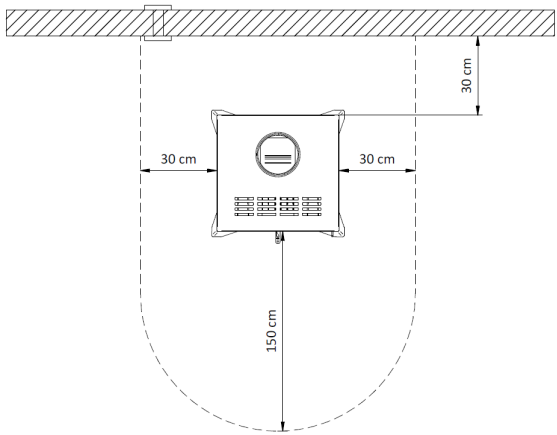

Figura 10 - Distâncias mínimas de segurança
* Na vizinhança das paredes da salamandra não devem ser utilizados materiais combustíveis. Deve respeitar uma distância de segurança de 30 cm em relação às costas, 30 cm às laterais e 150 cm na frente, Figura 10;